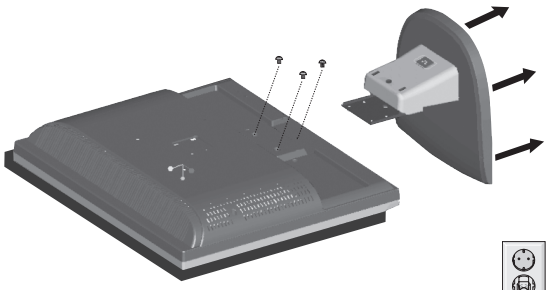

Abbildung R.2
3. Entfernen Sie die 3 Schrauben, mit denen der Fuß am Monitor befestigt ist, und heben Sie den Fuß ab (**Abbildung R.2**). Der Monitor kann jetzt auf andere Art montiert werden.